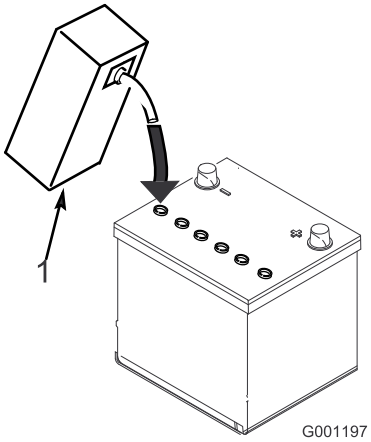

Figur 10
3. Fyll försiktigt varje cell med elektrolyt, tills plattorna är täckta med ca 6 mm vätska (Figur 10).
4. Låt elektrolyten sugas upp av plattorna under 20 till 30 minuter. Fyll vid behov på så mycket elektrolyt att nivån befinner sig ca 6 mm från botten av påfyllningshålet (Figur 10).